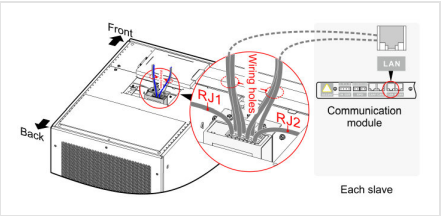
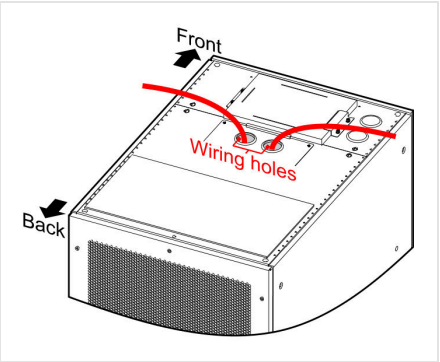

FIGURA 3-39 Passo 6 — cavi di rete nel dispositivo
FIGURA 3-40 Fori per i cavi degli slave
6. Inserite i due cavi di rete del passo 2 in due porte qualsiasi del dispositivo di rete. Fate passare i cavi di rete degli slave dai fori superiori e inseriteli nelle porte libere (Figura 3-39, Figura 3-40).